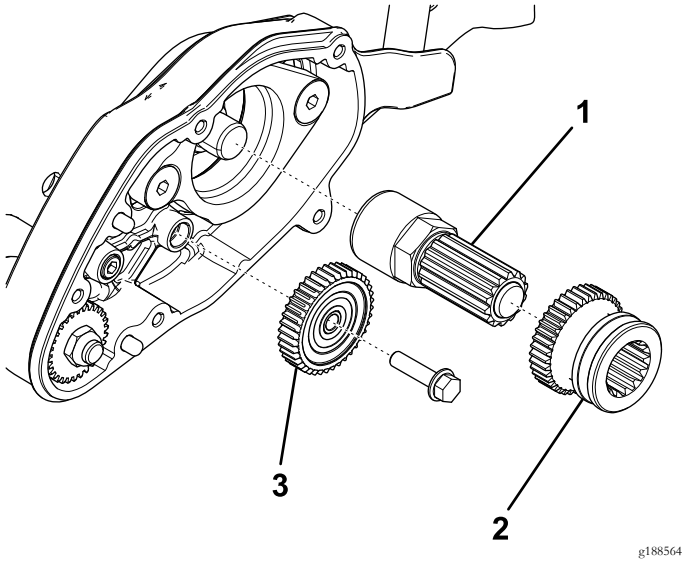

Figur 7
9. Tre akselmonteringen på spoleakselforlengelsen (Figur 7).
10. Påfør syntetisk smøremiddel på akselmonteringen, og skyv drivgiret inn på den (Figur 7).
11. Monter 40-tanns ledergiret (Figur 7).